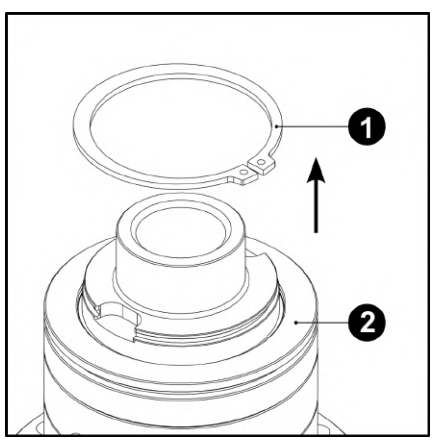

Рис. 16
3.1 Установите блокировку в вертикальное положение, так чтобы зубья ведомой шестерни были направленны вверх. Это предотвратит выход блокирующей муфты (**2**) из направляющих отверстий корпуса. (**Рис. 16**)
3.2 Снимите стопорное кольцо (**1**) ограничивающее движение муфты и отложите его в сторону до момента окончания регулировки натяга подшипников и зазора главной пары. Блокирующая муфта (**2**) должна остаться на своём месте. (**Рис. 16**)